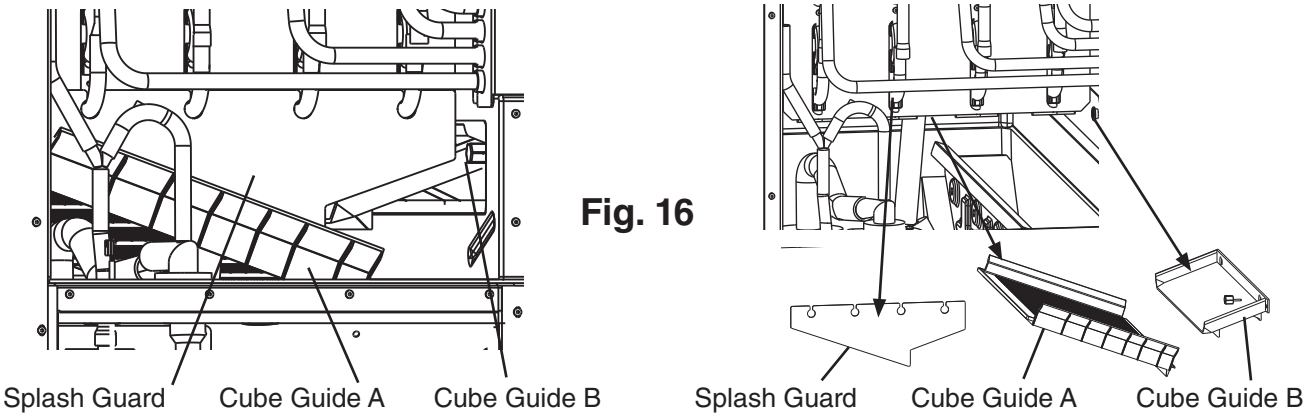

Fig. 16
13) Remove the splash guard and cube guide B. See Fig. 16. Next, slide cube guide A to the right and pull forward to remove cube guide A. ***NOTICE!*** **The rear evaporator plastic bracket must be pulled forward and up to allow removal of cube guide A.**